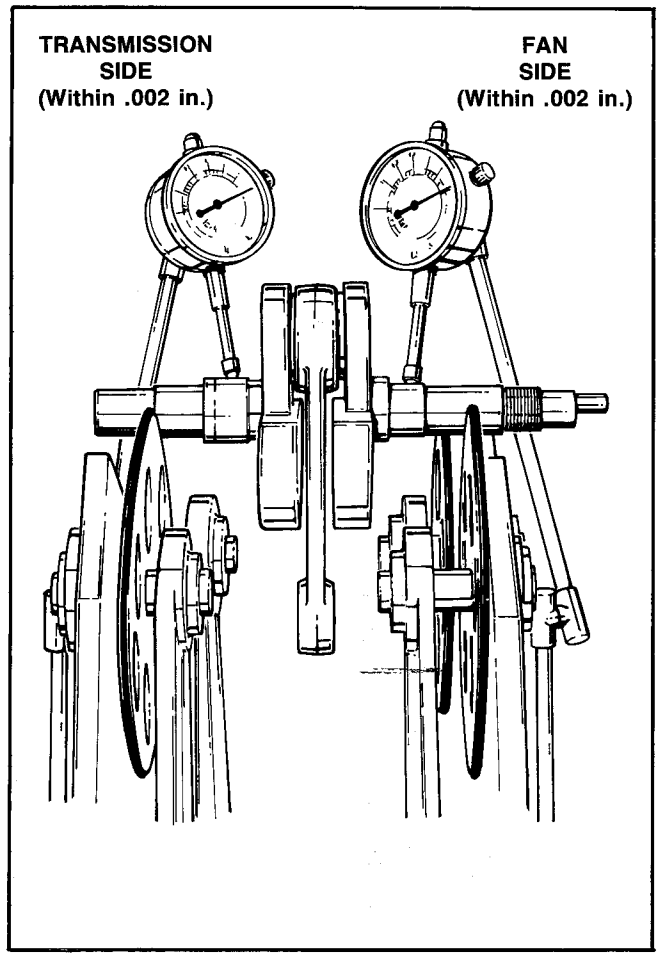

Figure 61 – Crankshaft Runout
a. See Figure 61. Using a truing device and dial indicators as shown, check shaft.